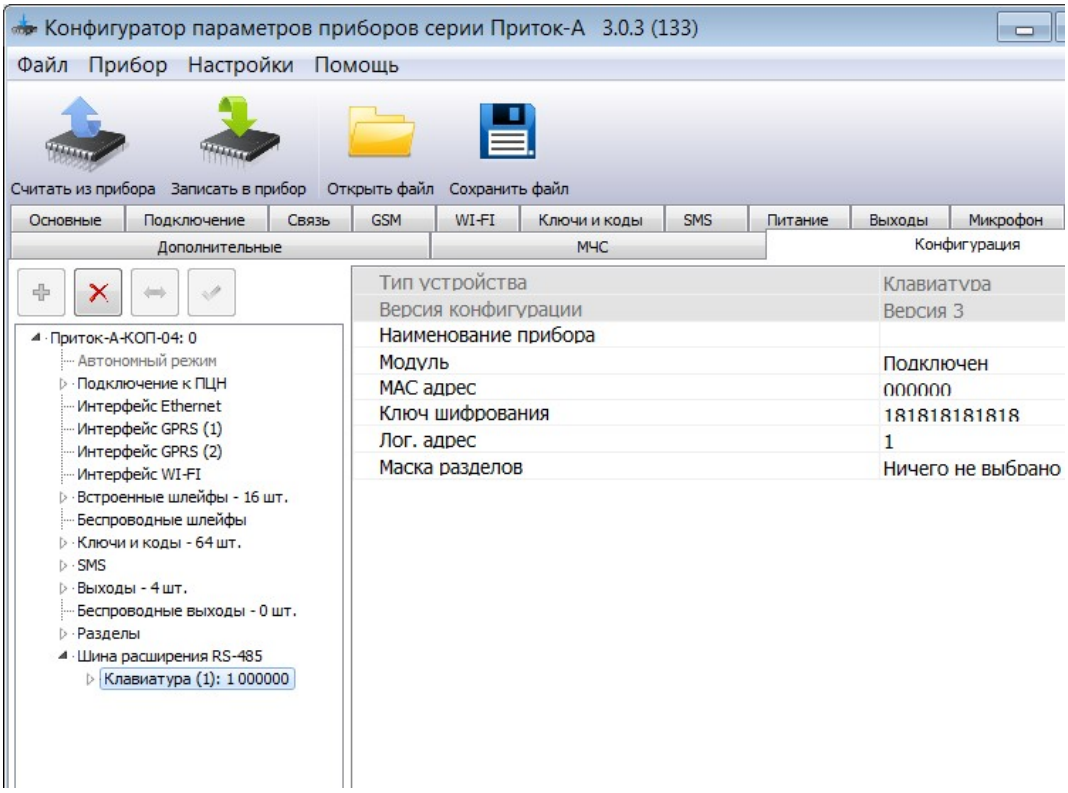

Рисунок 4 – Окно «Параметры»
10. Выделить курсором добавленную «Клавиатуру» и в появившемся окне «Параметры» (см. Рисунок 4) заполните следующие поля:
1. В поле **«Маска разделов»** выбрать **«Ничего не выбрано»** (см. Рисунок 4);